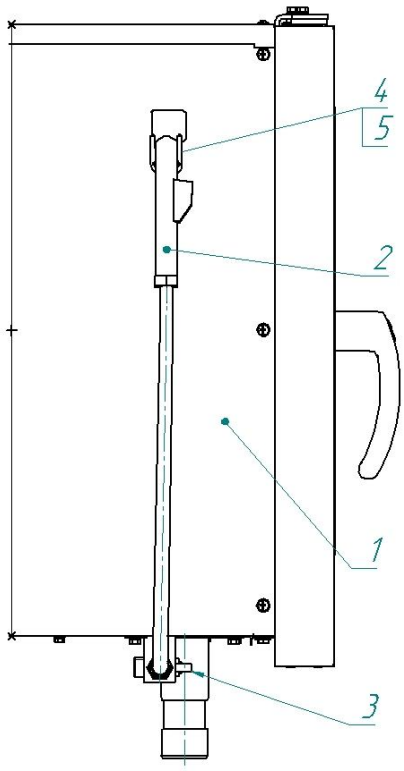

Рис. 5.
- установить душевое устройство на пароконвектомат и подвести к нему воду. Установку производить следующим образом (см. рис. 5):